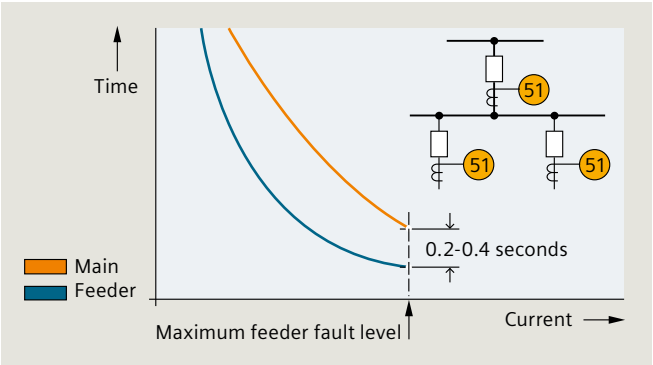

Fig. 6.2-60: Coordination of inverse-time relays
For the time grading of inverse-time relays, in principle the same rules apply as for the definite-time relays. The time grading is first calculated for the maximum fault level and then checked for lower current levels (fig. 6.2-60).
- With this value and T_p = 0.05, an operating time of t_A = 0.17 s can be derived from fig. 6.2-60.